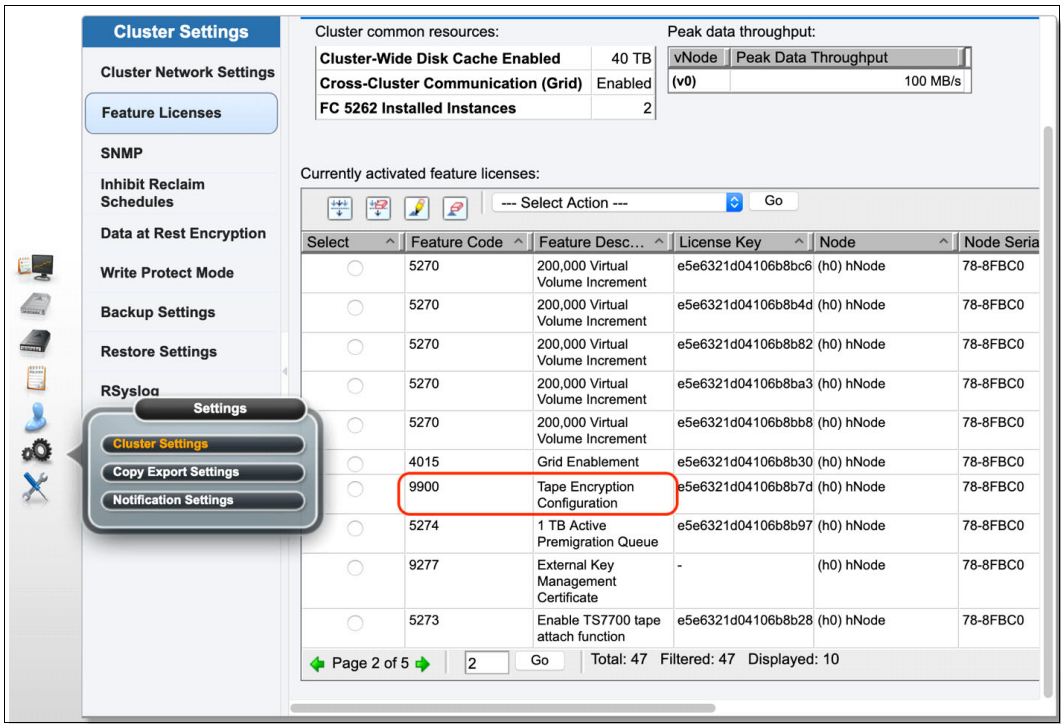

Figure J-1 Feature code 9900 (tape encryption configuration)
1. Install feature code 9900 (tape encryption configuration) into the TS7700T (if not previously installed). This step can be completed by the customer or an IBM service representative. A list of installed feature codes can be found in the Feature Licenses page by selecting **Cluster Settings** → **Settings** in the Management Interface (MI), as shown in Figure J-1.